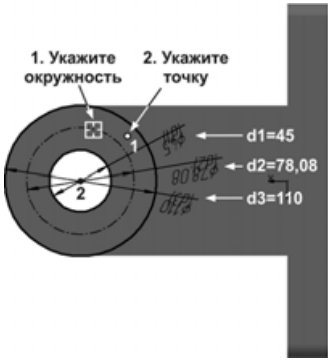
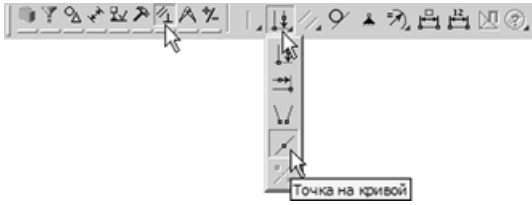

Рис. 5.142
Рис. 5.143
- Проставьте диаметральные размеры всех трех окружностей (рис. 5.142) и назовите их: d1 — для внутренней окружности, d2 — для средней, d3 — для внешней.
- Нажмите кнопку **Точка на кривой** панели **Параметризация** (рис. 5.143). Укажите мышью на осевую окружность в любой точке (рис. 5.142), затем — на точку 1 (центр резьбового отверстия). Точка переместится на окружность.